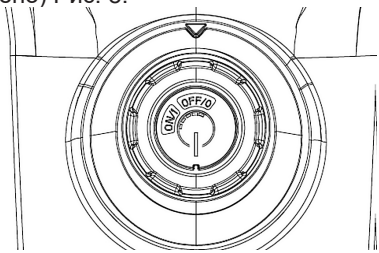

Рис. 8 Включение аппарата
3. Переведите выключатель аппарата в положение «ON/I» (Включено) (Рис. 8). Электродвигатель включится на короткий промежуток времени и сразу выключится.
Для выключения аппарата переведите выключатель в положение OFF/0 (Выключено) Рис. 8.
Для перерыва в работе необходимо отпустить рычаг включения пистолета. В случае продолжительных перерывов в работе (более 5 минут) устройство необходимо выключить (Рис. 8). После 15 минут непрерывной работы делайте перерыв на 15 минут, чтобы устройство остыло.